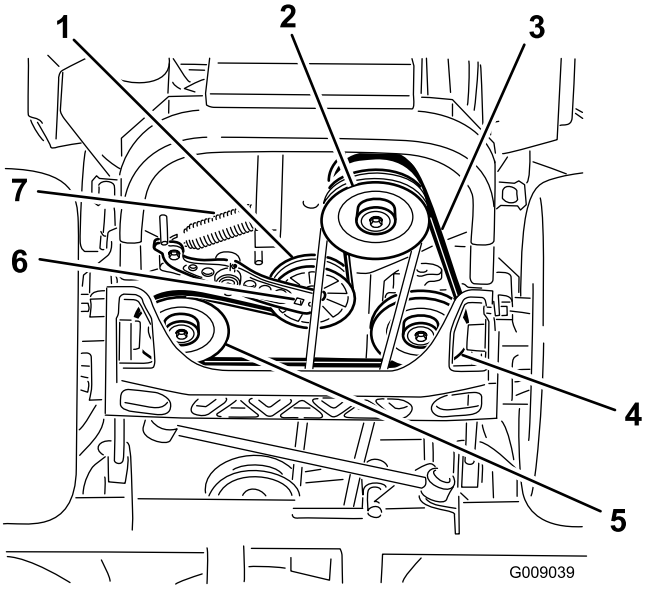

**Figuur 76**
4. Breng de machine omhoog en ondersteun de machine met kriksteunen (Figuur 76).
5. Gebruik een ratelsleutel in de vierkante opening in de arm van de spanpoelie om de veer te verwijderen (Figuur 76).
6. Haal de veer van de arm van de spanpoelie (Figuur 76).
9. Gebruik een ratelsleutel in de vierkante opening in de arm van de spanpoelie om de veer aan het frame te bevestigen (Figuur 76).